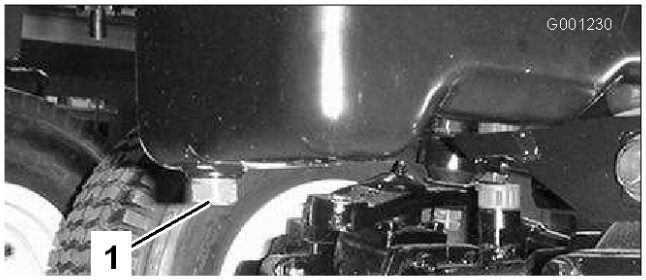

Figur 48
3. Placera ett avtappningskärl under oljebehållaren och i linje med avtappningspluggen (Figur 48).